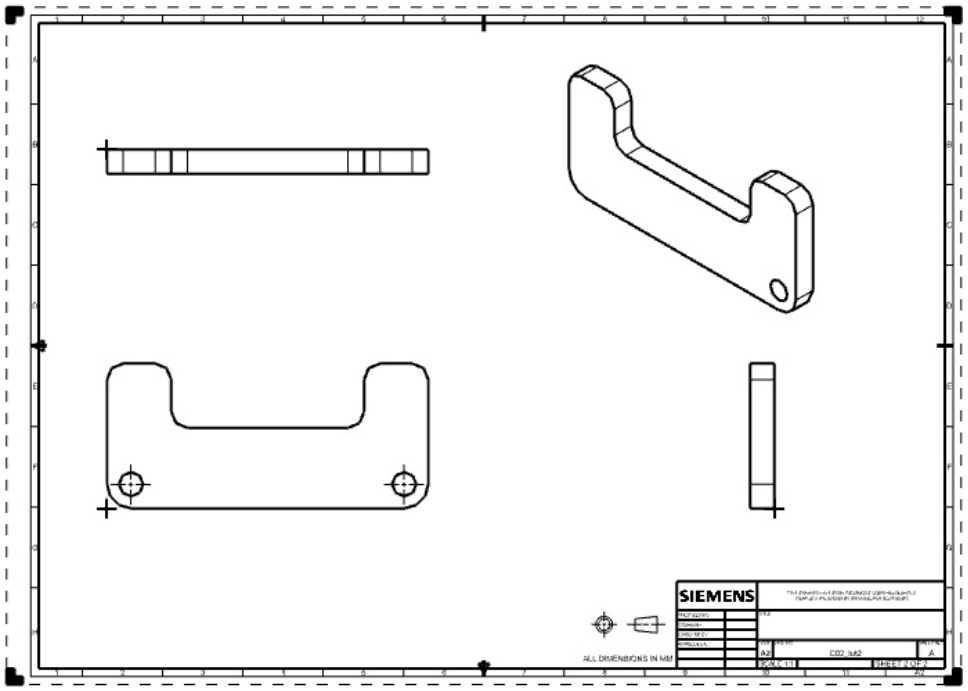

Figure 2-74 *The drawing sheet after creating the drawing views*
5. Choose the **Base View** tool from the **View** panel of the **Home** tab; the **Base View** dialog box is displayed. Next choose the **Trimetric** option from the **Model View to Use** drop-down list of the **Model View** rollout; the floating trimetric view gets attached to the cursor. Click to place this view on right of top view placed earlier. The resulting drawing sheet after generating the drawing views is shown in Figure 2-74.